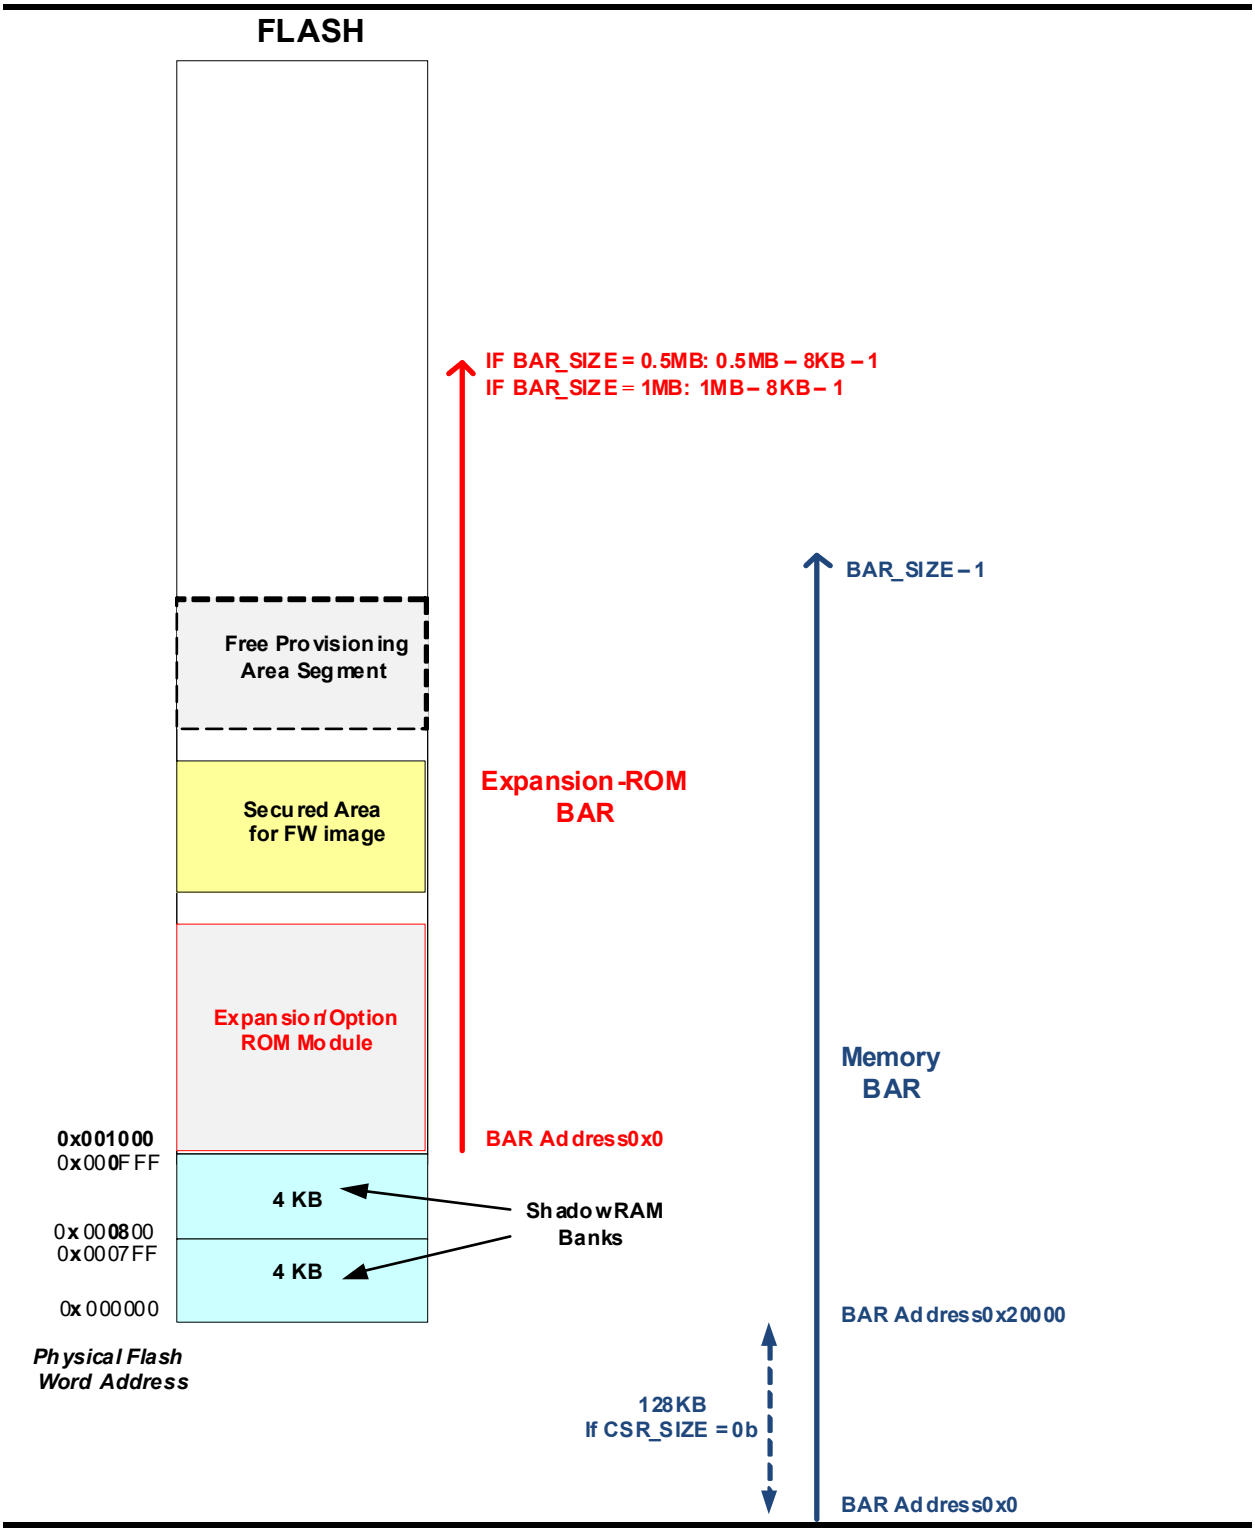
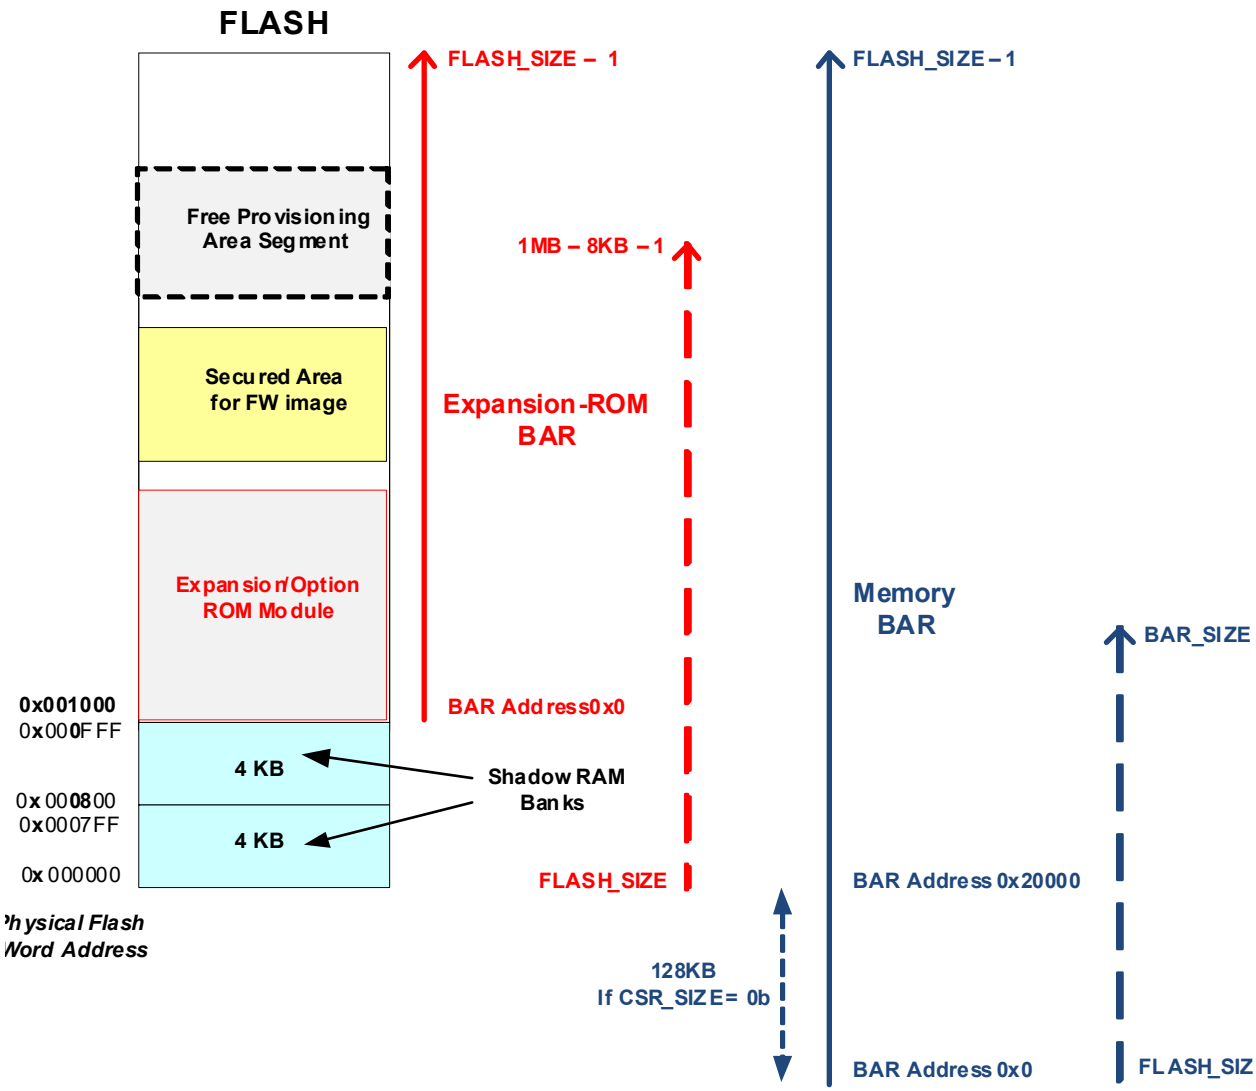

Figure 3-4. Flash Part Size is Larger Than BAR Size
Figure 3-5. Flash Part Size is Smaller Than BAR Size
a. For BAR_SIZE = 0.5 MB, read accesses to the last 8 KB of the Expansion-ROM BAR returns unpredictable data. Refer to Figure 3-4.
b. For BAR_SIZE >= 1 MB, read accesses beyond (1 MB - 8 KB) of the Expansion-ROM BAR returns unpredictable data. Refer to Figure 3-5.
While in the non-secure mode, Flash BAR access while FLA.FL_REQ is asserted (and granted) is forbidden. It can lead to a PCIe hang as a bit-banging access requires several PCIe accesses.Figure 3-4 and Figure 3-5 show the BARs mapping schemes according to the size of the BAR vs. the Flash memory sizes supported.